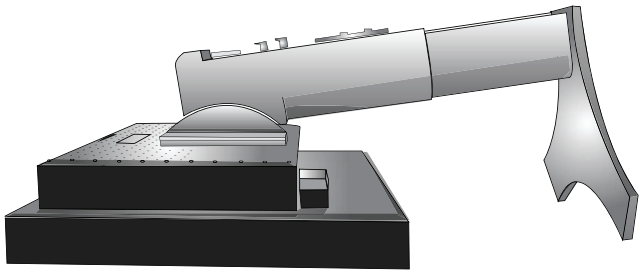

Figura S.1
3. Sistemare il monitor a faccia in giù su una superficie non abrasiva (**Figura S.1**).